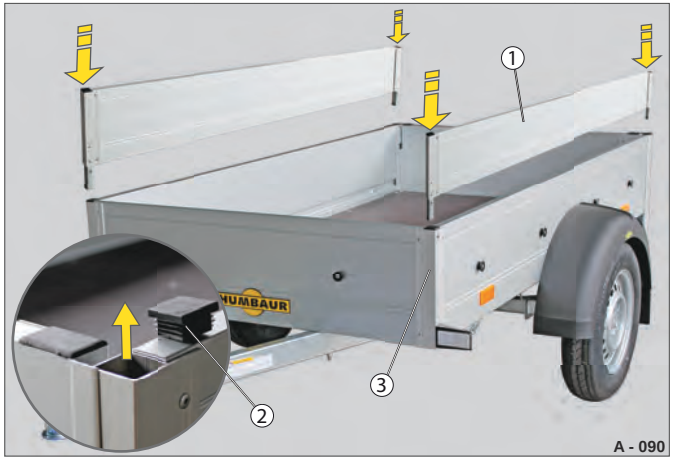

Fig. 25 Montering af kantpladeforøgerne i siderne
▶ Fjern lamelpropperne (Fig. 25 /2) fra hjørnestiverne.
▶ Sæt sidekantpladeforøgerne (Fig. 25 /1) i hjørnestiverne (Fig. 25 /3) til basiskantpladen.